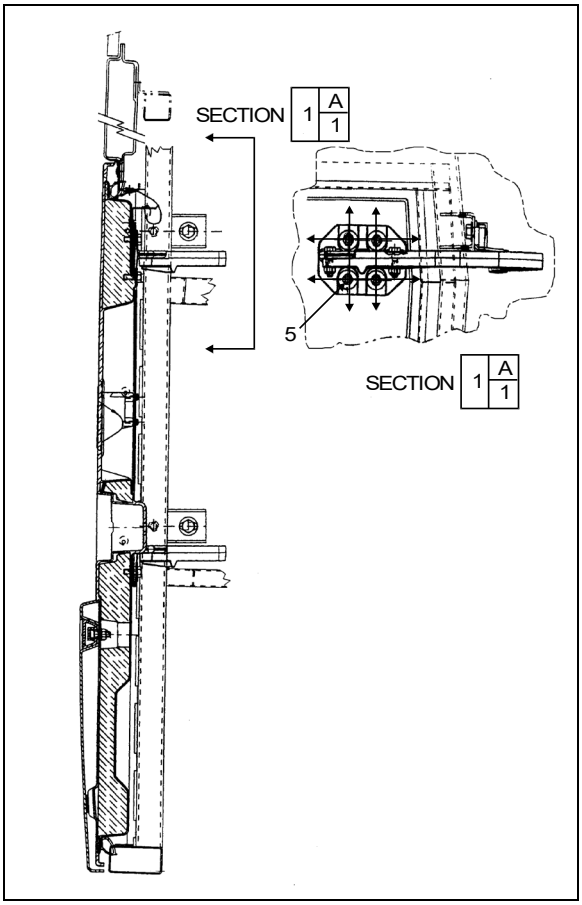

FIGURE 93: FRONT SERVICE DOOR 18195
7. Loosen screws (5, Figure 93) to allow the door to be shifted "UP or DOWN".